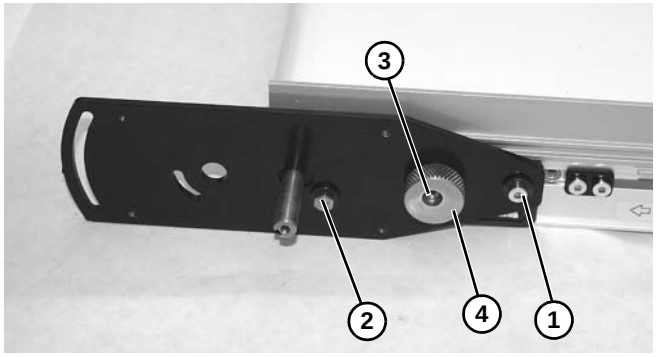

Figure 78
3. Desserrer les vis **(Figure 78, élément 1, 2 et 3)** des deux côtés du convoyeur. Tourner le bouton de la came **(Figure 78, élément 4)** pour libérer la tension de la courroie.